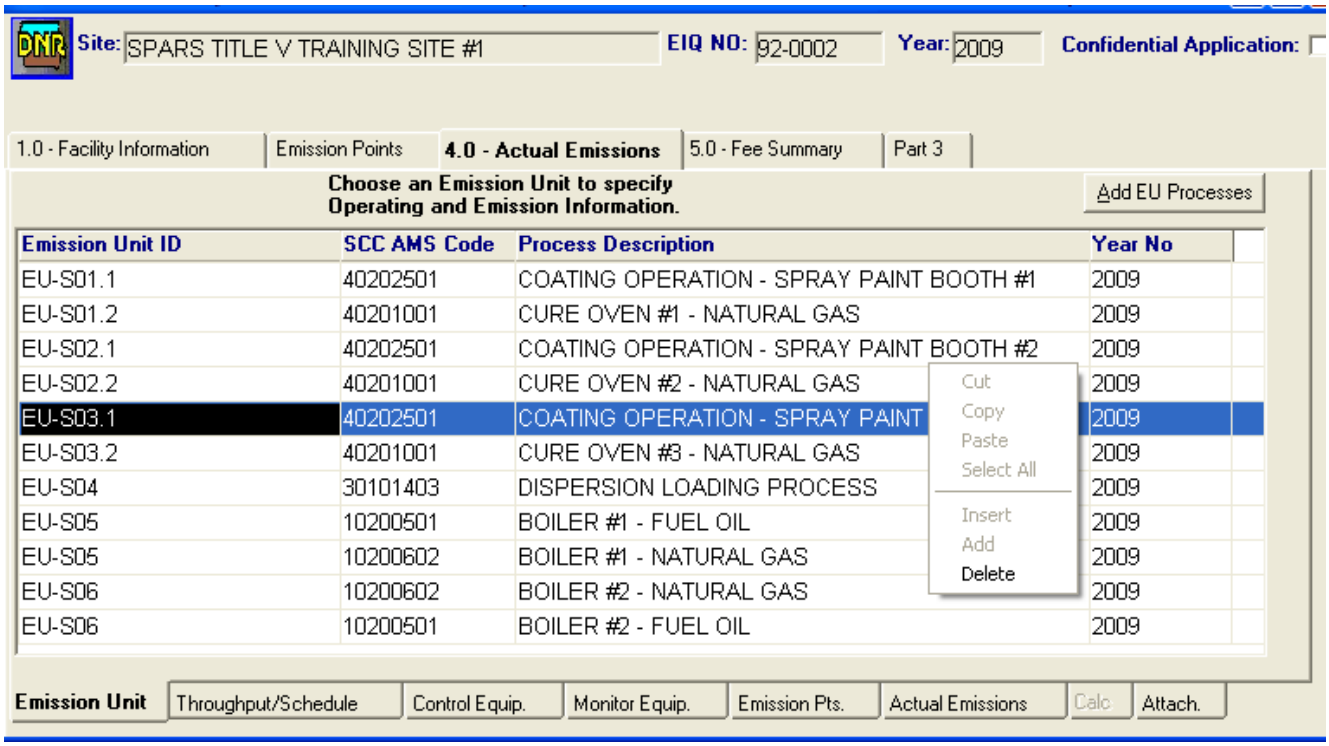

Figure 9.9 – Deleting EU-S03.1 from the current inventory.
6. Go back to the **Emission Unit** sub tab. Make sure that the emission unit/process to be removed is highlighted. Right click and select “Delete” to remove the emission unit/process from the inventory (see Figure 9.9).